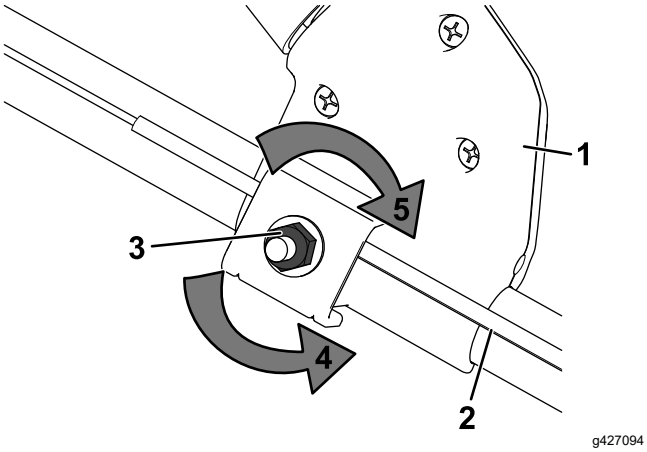

Figura 23
1. Gire la tuerca de ajuste en sentido antihorario para aflojar el cable (Figura 23).
2. Ajuste la tensión del cable (Figura 23) tirando del mismo hacia atrás o empujándolo hacia adelante, y manténgalo en esa posición.